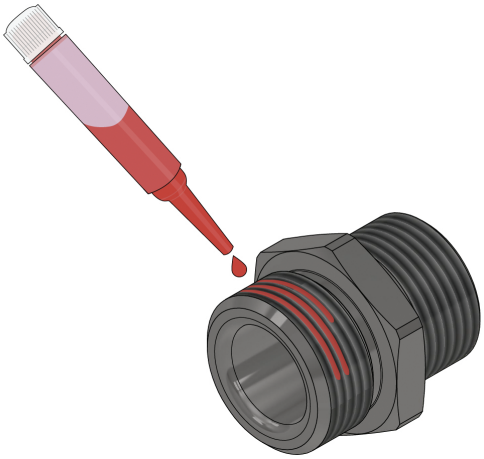

Figure 5 - Apply Thread Lock to the Short End of the Filter Screw
2. Optional: Clean the short side of the oil filter adapter screw with iso-propyl alcohol or thread lock primer. Apply red thread lock, such as Loctite 263, to the **short end only** of the oil filter adapter screw as shown in Figure 5.